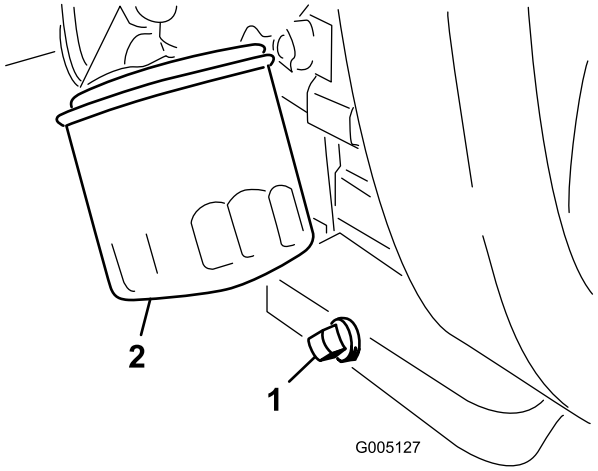

Figur 34
1. Ta bort avtappningspluggen (Figur 34) och låt oljan rinna ned i ett kärl. Sätt tillbaka avtappningspluggen när oljan har slutat rinna.
2. Avlägsna oljefiltret (Figur 34). Stryk på ett tunt lager ren olja på den nya filterpackningen.